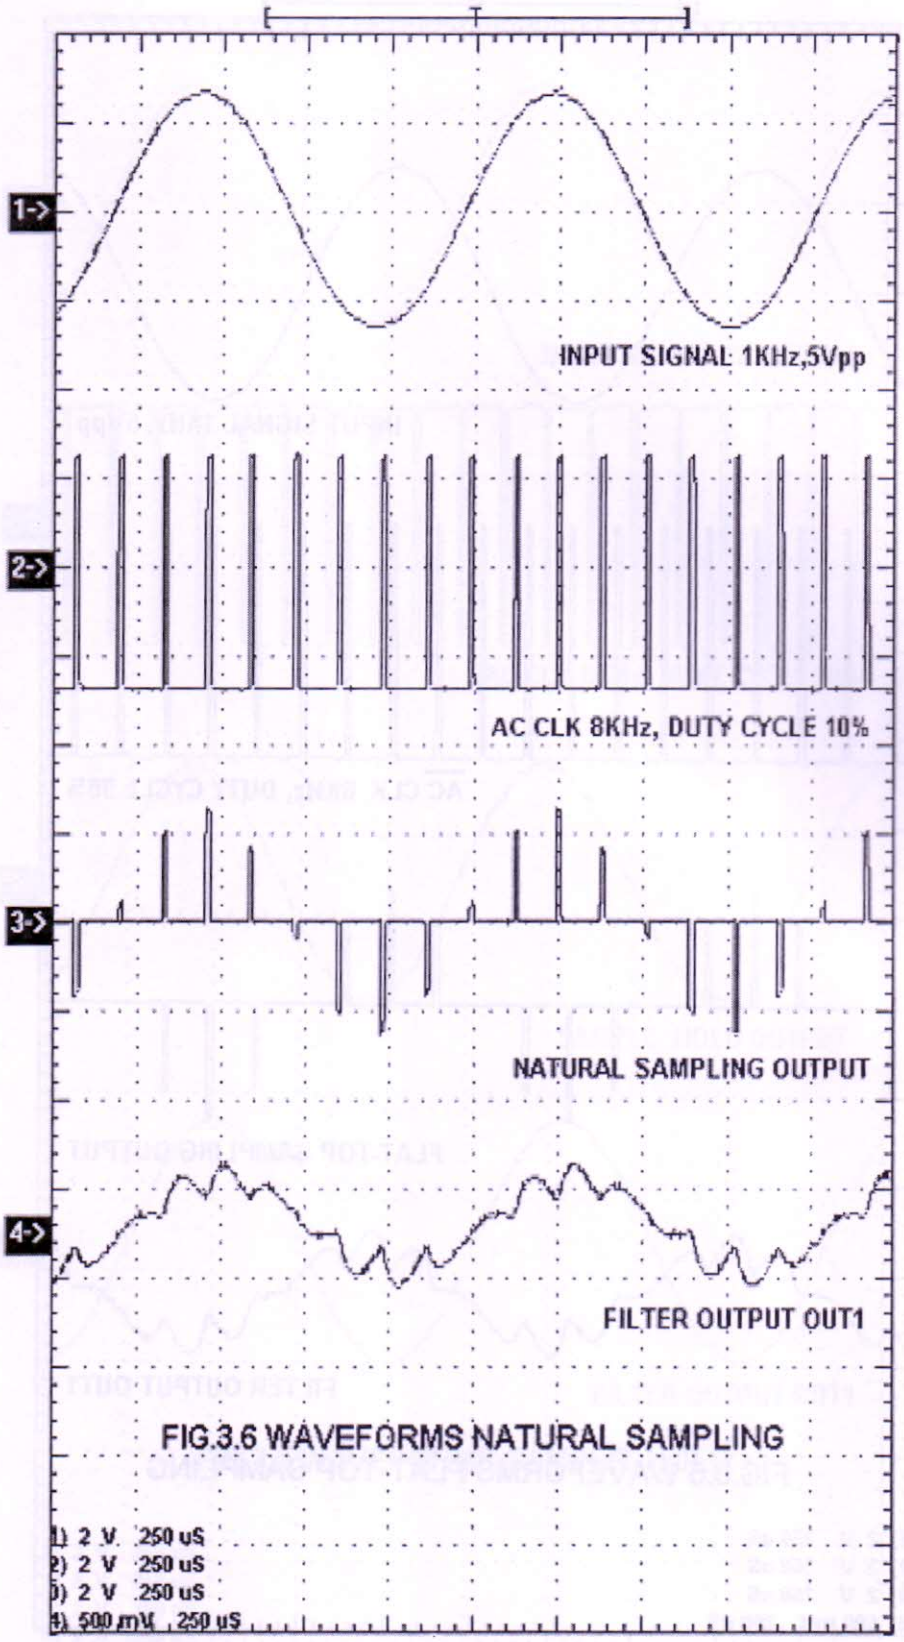

FIG.3.6 WAVEFORMS NATURAL SAMPLING
- Natural Sampled Signal and corresponding reconstructed output of 2nd order Low Pass Butterworth Filter. (Fig.3.6)